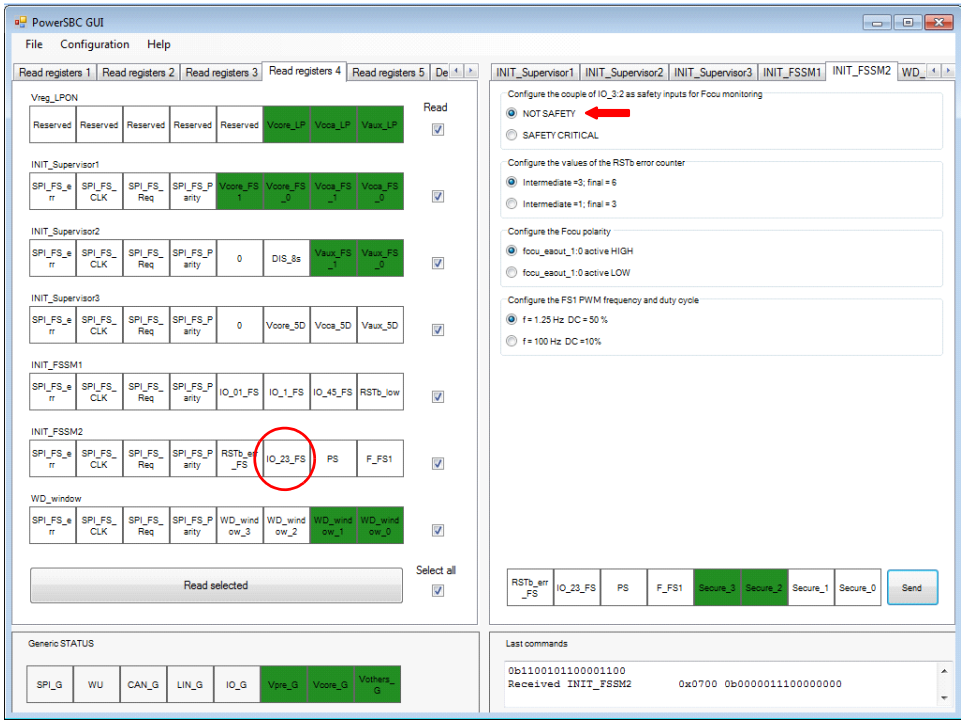

Figure 12. MC33907_8 GUI Register
3. In the right side of the GUI, select NOT SAFETY and send command as shown in Figure 12.